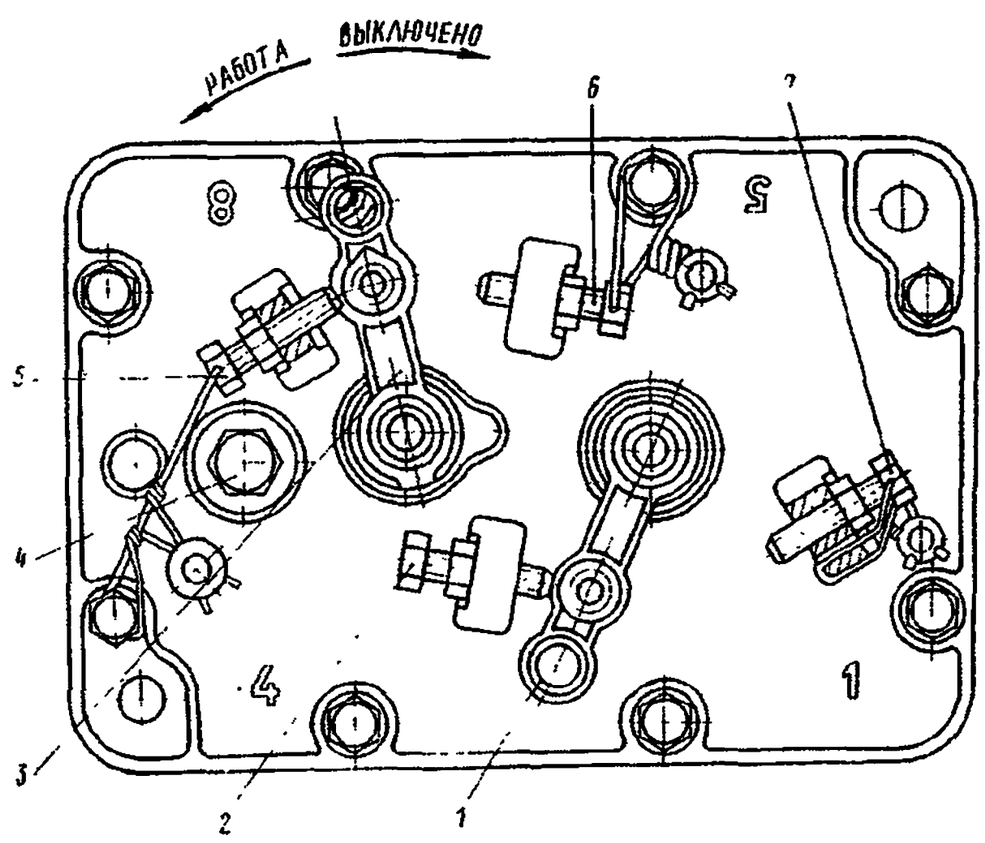

Рис. 106. Крышка регулятора частоты вращения:
13. Установите начало выключения подачи топлива болтом *7* (рис. 106) ограничения максимальной частоты вращения.
15. Проверьте и при необходимости отрегулируйте болтом *5* (см. рис. 106) величину пусковой подачи топлива при упоре рычага управления регулятором в болт *7* ограничения максимальной частоты вращения коленчатого вала.
Примечание. Давление в полость насоса подведите через отверстие из-под пробки *4* (см. рис. 106) в крышке регулятора, в муфту опережения впрыскивания топлива — через отверстие из-под винта *13* (см. рис. 87).